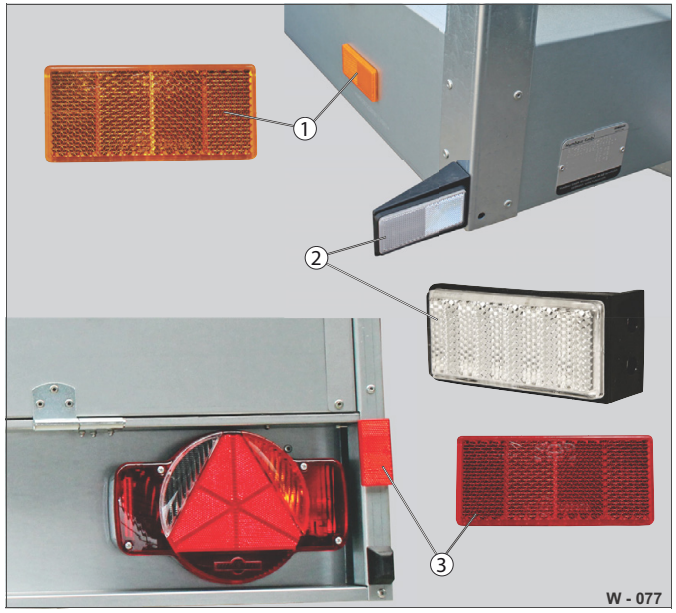

Abb. 78 Odrazky/reflektory
- ▶ Oddělte vadný reflektor (Abb. 78/1, 2,3) od povrchu.